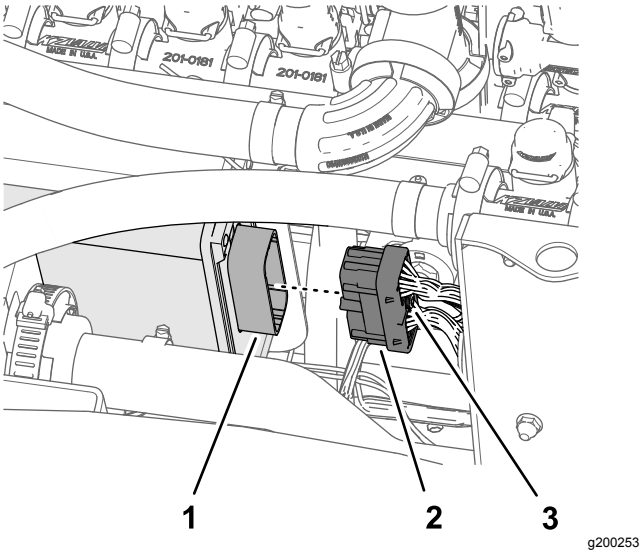

Figur 132
2. Sett kontakten med 40 sokler på den 102 cm lange forgreningen av settets ledningssats inn i kontakten med 40 pinner på ASC 10-sprederkontrolleren (Figur 132).
3. Skru vingeskruen på kontakten med 40 sokler på ASC 10-kontakten for hånd (Figur 132).